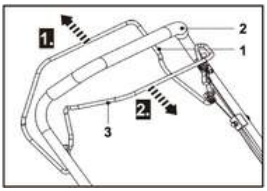

Abb. 24
1. Lassen Sie den Selbstantriebshebel (1) los, um die Antriebsfunktion auszuschalten (Abb. 24, Schritt 1).
2. Lassen Sie den Bremshebel (3) los, um Motor und Messer zu stoppen (Abb. 24, Schritt 2).